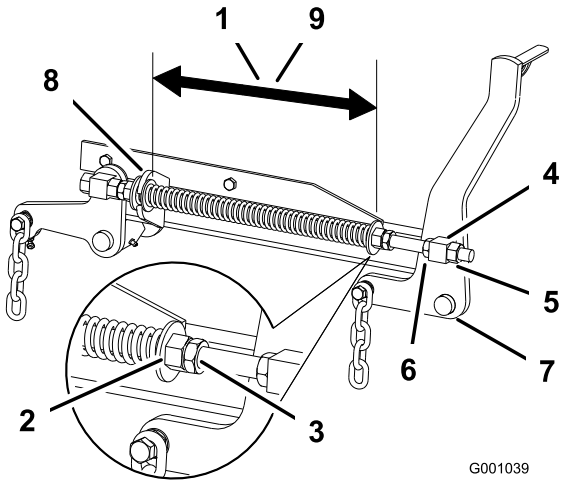

Figur 86
2. Kontrollera avståndet mellan de två stora brickorna. Det ska vara 28,2 cm för klippdäck på 132 cm och 26,7 cm för klippdäck på 152 cm (Figur 86).
3. Justera det här avståndet genom att lossa fjäderkontramuttern och vrida muttern framför respektive fjäder (Figur 86). Vrid muttern medsols för att förkorta fjädern eller motsols för att förlänga fjädern.
4. Lås muttern på plats genom att dra åt fjäderkontramuttern (Figur 86).